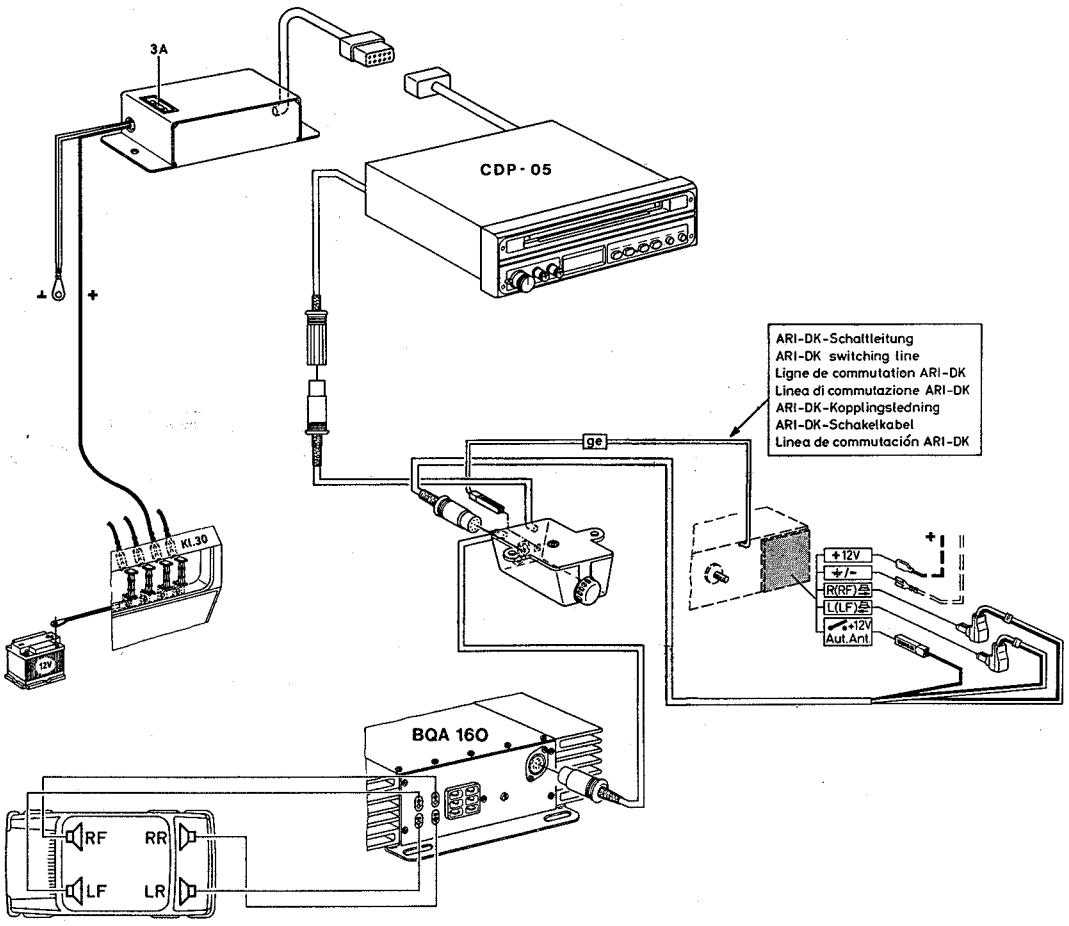

Fig. 9
4. Anschluß mit Autoradio „Lautsprecherausgang" mit Interface-Regler, siehe Fig. 9.
4. See Fig. 9 for connection to car radio „speaker output" with interface control.
4. Raccordement avec autoradio «sortie de haut-parleur», avec régulateur d'interface, cf. fig. 9.
4. Conexión con autorradio „salida para altavoces" con regulador de interface, véase Fig. 9.